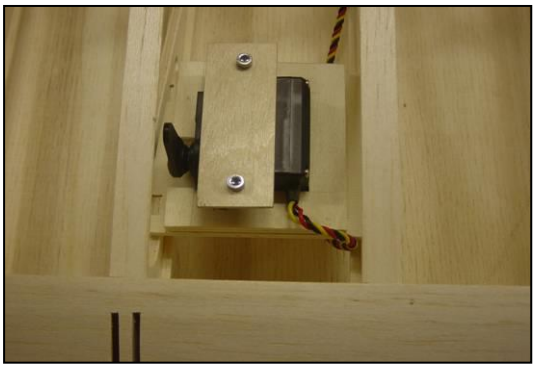

Bild 23
Bild 23 zeigt das fertig eingebaute Servo mit dem Befestigungsbrett (21).